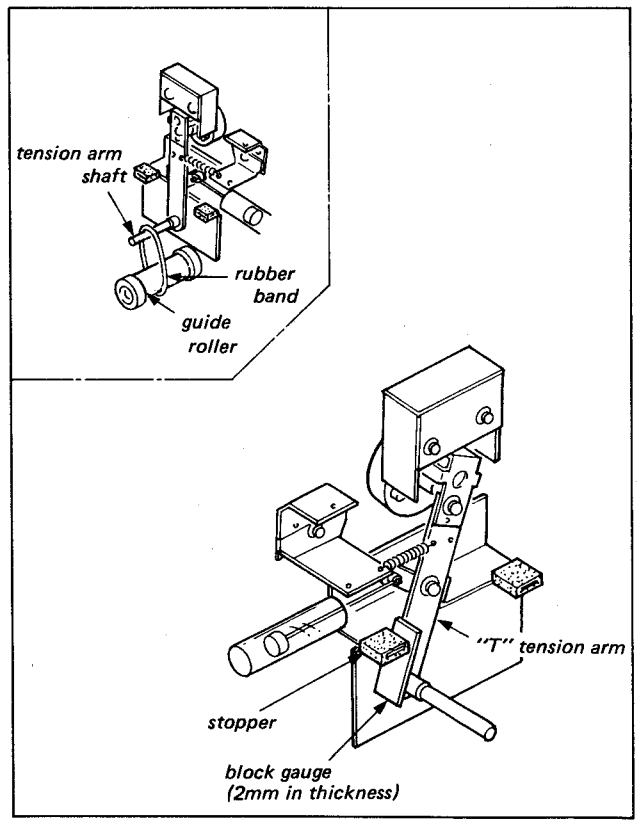

Fig. 7-10. "T" side tape slack detection
1. Insert the block gauge of 2 mm in thickness between "T" Tension Arm and stopper as shown in Fig. 7-10.
2. Put a rubber band on the Arm Shaft of "S" Tension Arm and the Guide Roller, as shown in Fig. 7-10.